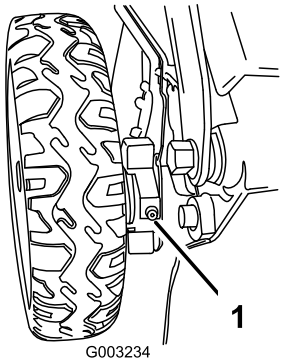

Figur 42
1. Torka av smörjnipplarna precis innanför bakhjulen med en ren trasa (Figur 42).